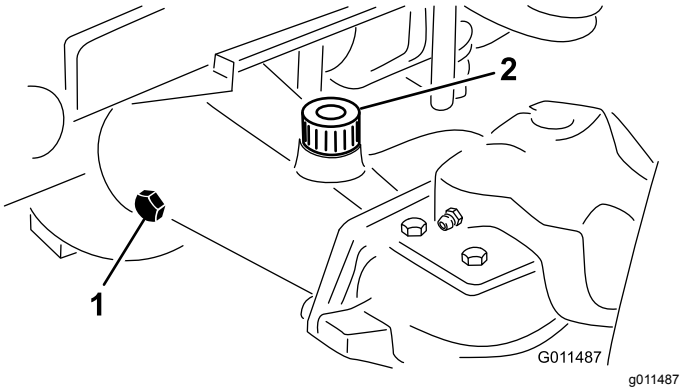

**Figuur 16**
2. Verwijder de controleplug van elk uiteinde van de as (Figuur 16) en controleer of de tandwielolie tot aan de onderkant van de opening komt. Indien het peil te laag staat, verwijdert u de vulplug (Figuur 16) en vult u voldoende tandwielolie bij totdat het peil de onderkant van de opening van de controleplug bereikt.